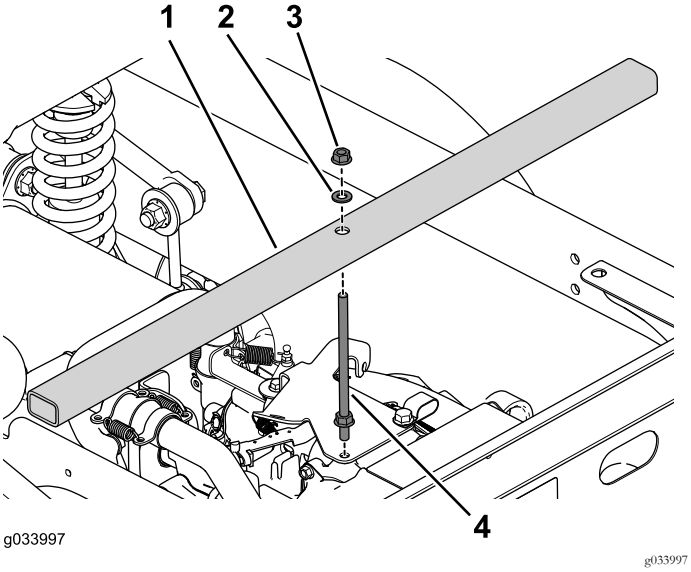

Figur 13
1. Ta bort flänsskruven på gasreglagets fäste (Figur 13).
2. Använd två flänsmuttrar, brickan och den gängade stången för att montera bryggstödet till motorn (Figur 13).